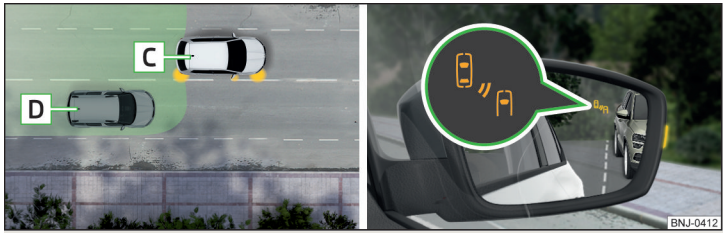

Fig. 154 **Situación de conducción / Testigos de control en el retrovisor derecho avisa sobre la situación de conducción**
- Su vehículo C adelanta el vehículo D con una velocidad mayor de 10 km/h » fig. 154. Si la velocidad es mayor durante el adelantamiento, entonces no se realiza ninguna advertencia por medio de los testigos de control.